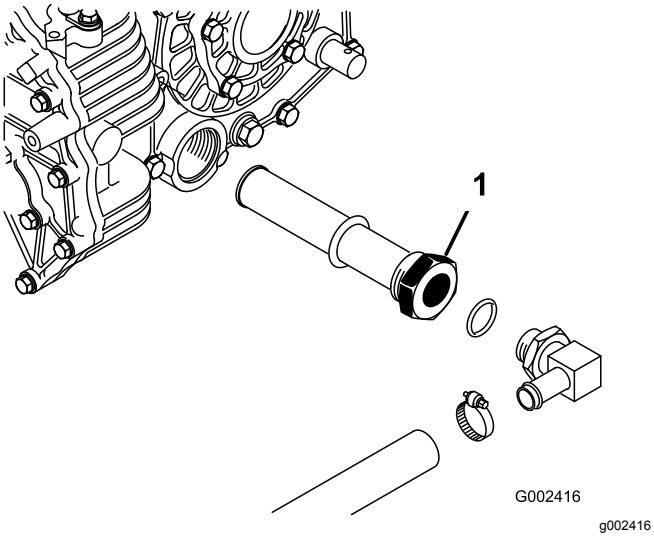

图70
5. 记下连接至液压油箱侧面滤网的液压油软管和 90° 接头的方向图70。